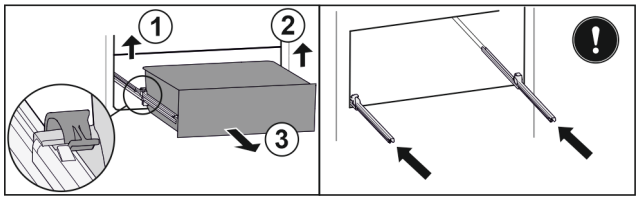

Fig. 61
▶ Ridicați clema din stânga și trageți concomitent sertarul din stânga spre înainte. *Fig. 61 (1)*
▶ Ridicați clema din dreapta și trageți concomitent sertarul din dreapta spre înainte. *Fig. 61 (2)*
▶ Extrageți sertarul spre înainte. *Fig. 61 (3)*